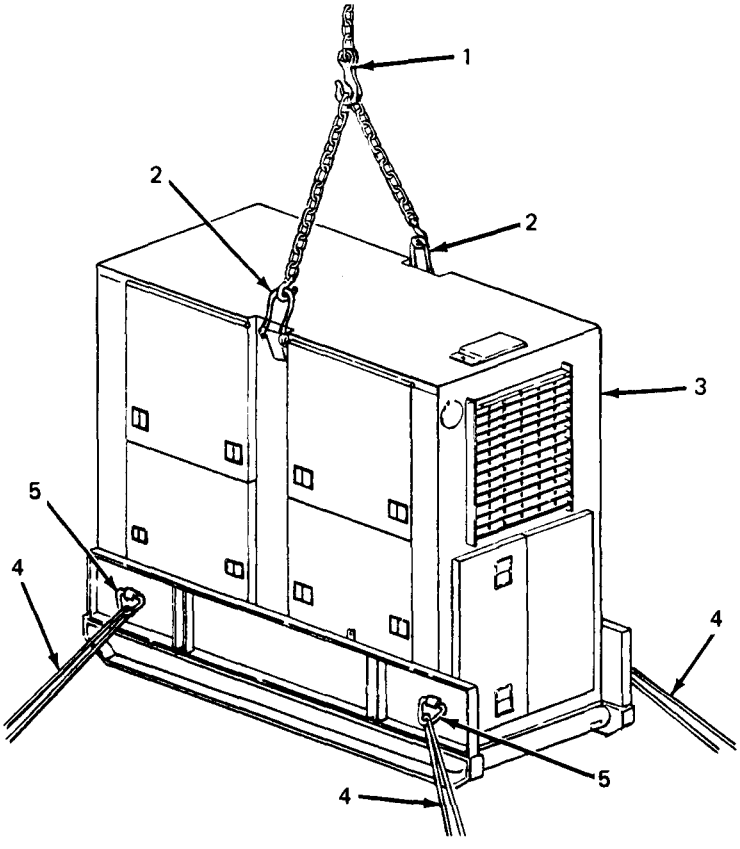

Figure 5-4. Lifting Generator Set.
(3) Attach lifting equipment with a minimum lifting capacity of 3500 lb. (1, figure 5-4) to both lifting eyes (2) on top edges of generator set (3). Insert a rope (4) through each of four tiedown rings (5) on generator set.
(4) With one person at each rope to steady and guide generator set (3), lift generator set off of trailer.
(1) Attach lifting equipment with a minimum lifting capacity of 3500 lb (1, figure 5-4) to lifting eyes (2) on top edges of generator set (3). Insert a rope (4) through each of four tiedown rings (5) on generator set.
(2) With one person at each rope to steady and guide generator set (3), lift generator set and carefully lower it onto trailer.